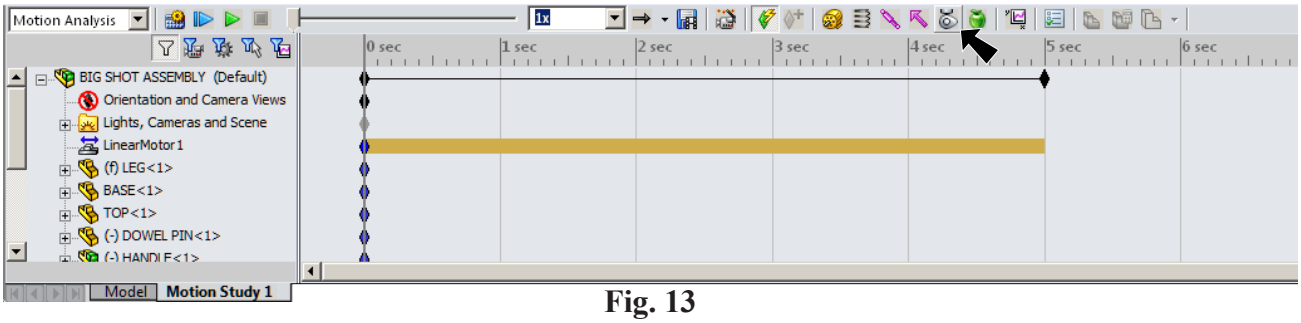

Fig. 13
Step 6. **Segment 3**, **Fig. 13**
Step 1. Click **Contact** on the Motion Manager toolbar, **Fig. 13**.